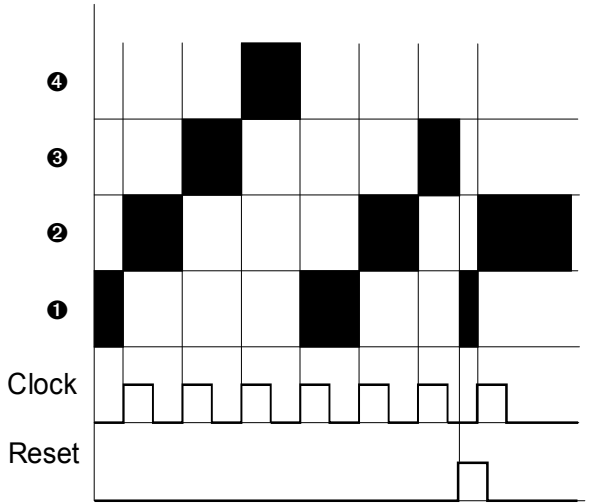

Fig. 1: How the A-151 switching works
After stepping to the fourth in / output the next trigger pulse sends the common out / input back to the first in / output again (see Fig. 1).
❷ Res. In
If you want to over-ride the stepping sequence, and send the common out /input back to the first in / output, send a reset pulse to the **reset input ❷** (see Fig. 1). The rising edge of this pulse immediately resets the common out / input to the first in / output.
❸ O/I
Socket ❹ is the **common out /input**. Each time the A-100 is switched on, or a reset pulse is received, this socket is connected to the first in / output socket ❹ (see Fig. 1).
❹ I/O 1 • ❺ I/O 2 • ❻ I/O 3 • ❼ I/O 4